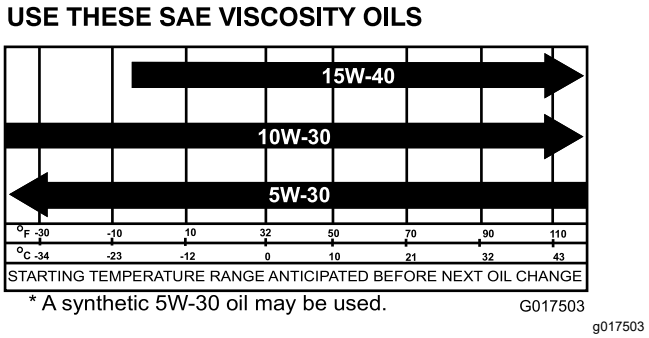

Figuur 36
5. Vul het carter bij met de voorgeschreven olie (Figuur 36).